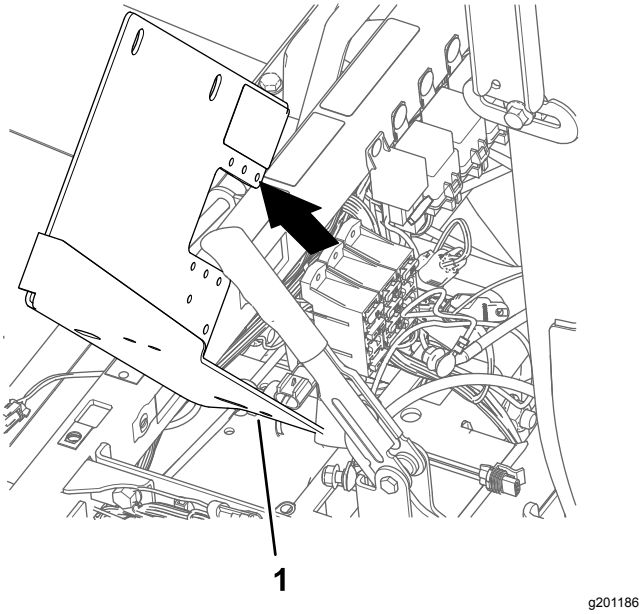

Figur 172
6. Afmonter batteribeslaget fra maskinen (Figur 172).